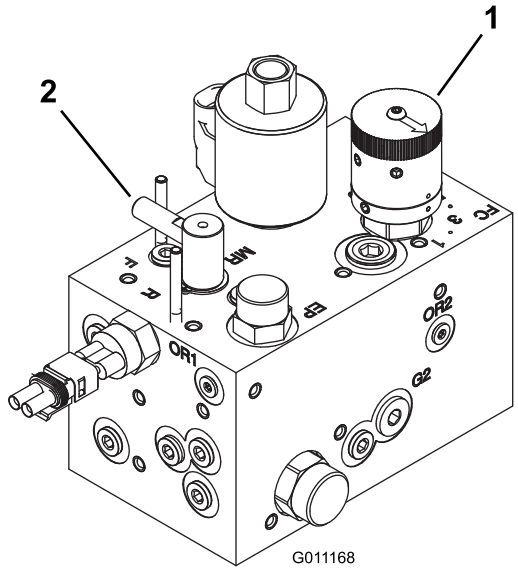

**Figur 47**
2. Drej grebet til regulering af knivcylinderhastigheden (Figur 47) til den talindstilling, du fandt i trin 1.